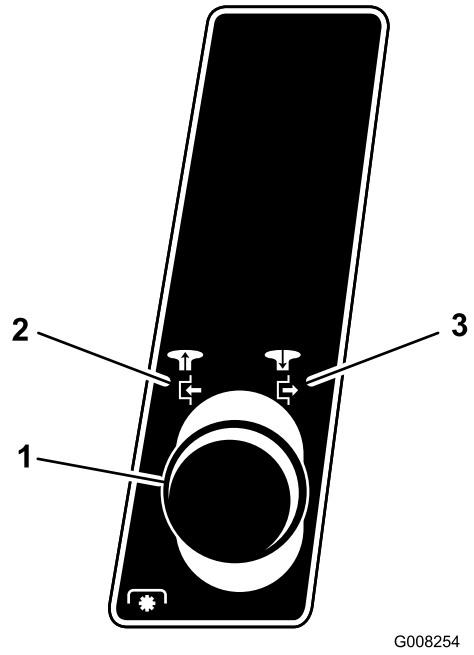

Figur 6
2. Flyt grebet til skæreknivenes kraftudtag til indkoblet position (Figur 6).
2. Træk grebet til skæreknivenes kraftudtag til udkoblet position (Figur 6).